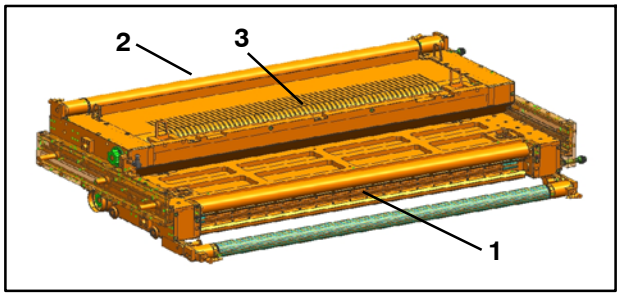

Fig. 2 Cassettes en position de travail, vue du côté enrouleur
- Dispositif de protection vissé à demeure (Fig. 2/1, Fig. 2/2 et Fig. 2/3).